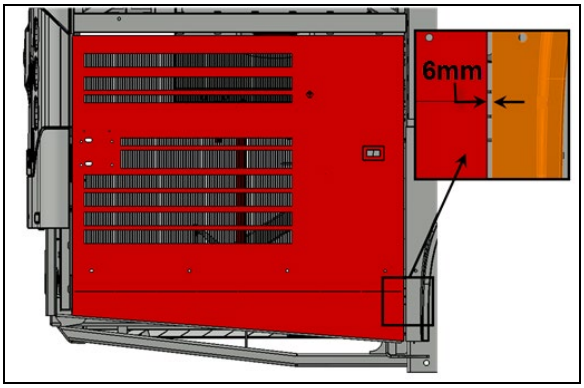

**FIGURE 59**
7. Check the gap between the door and the adjacent panel at the level of the lower attachment point of the arm on the door. The gap should be ¼" (6 mm) (FIGURE 59).